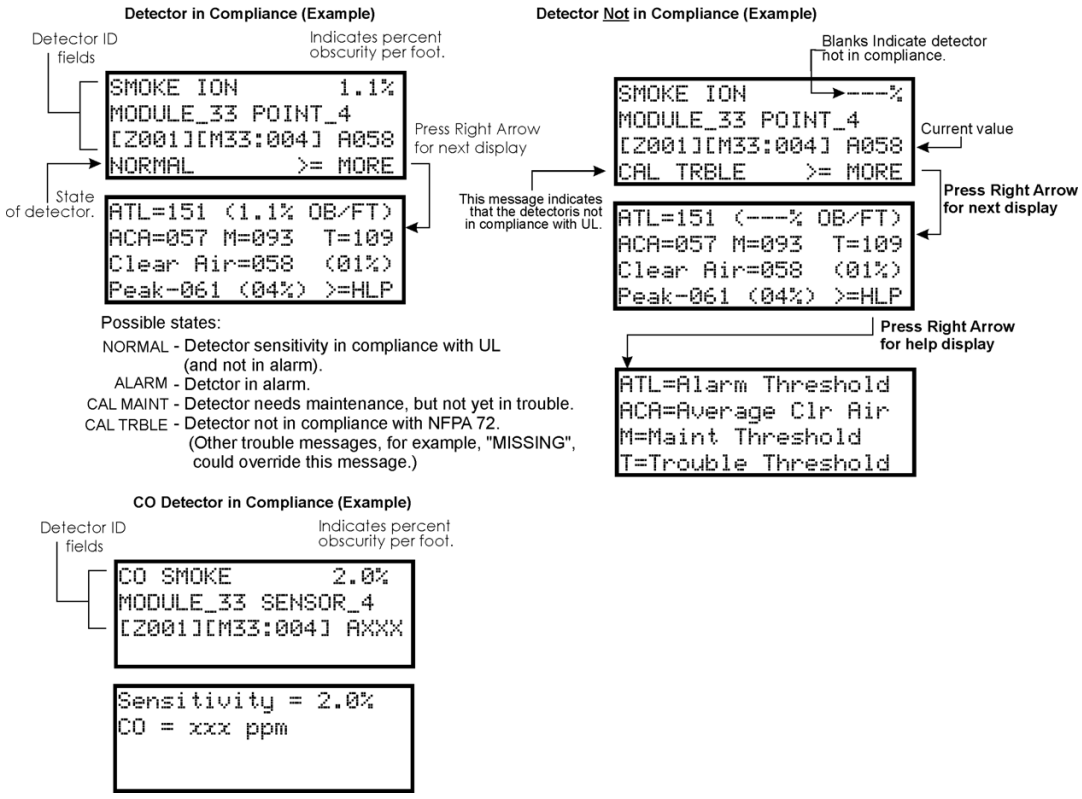

Figure 10.97 Checking Detector Sensitivity Compliance
5. A screen similar to those shown in Figure 10.97 will display.